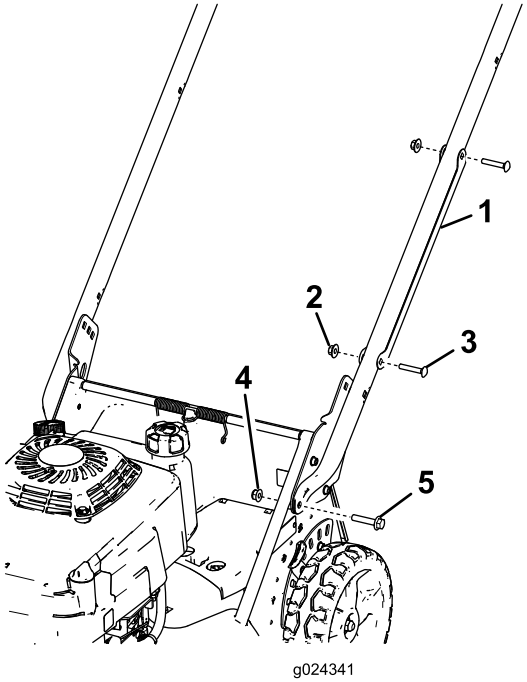

Figuur 3
1. Neem de kabelbescherming van de handgreep (Figuur 3) door de 2 slotbouten en 2 borgmoeren waarmee de kabelbescherming aan de handgreep is bevestigd te verwijderen.
2. Monteer de uiteinden van de handgreep op de maaikast; gebruik hiervoor 2 zeskantige flensbouten (5/16 x 1-1/2 inches) en 2 flensmoeren (5/16 inch), zie Figuur 3.
de kabelbescherming vast op de handgreep met de 2 slotbouten en 2 borgmoeren die u eerder verwijderde (Figuur 3).